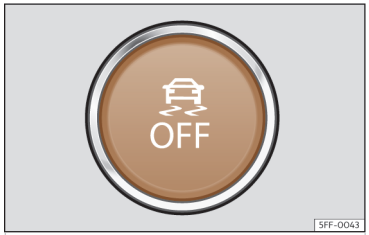

Abb. 119 Im unteren Bereich der Mittelkonsole: Taste zum Ein-/Ausschalten von ESC
- Zum Ein- und Ausschalten von TCS, kurz die Taste in der Mittelkonsole drücken ››› **(Abb. 119)**.
- Zum Ein- und Ausschalten von ESC im Modus „Sport“, kurz die Taste in der Mittelkonsole drücken ››› **(Abb. 119)**.
- Zum Ein- und Ausschalten von ESC, die Taste in der Mittelkonsole länger drücken ››› **(Abb. 119)**.